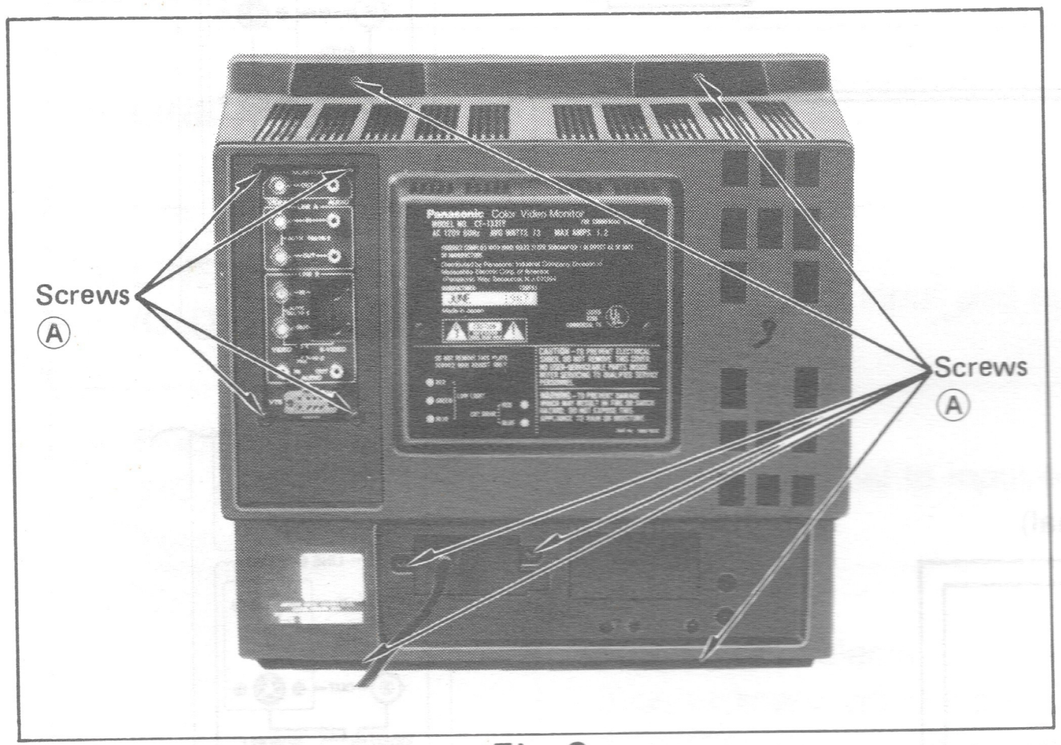

Fig. 2
(1) Remove 10 screws Ⓐ. (See Fig. 2)
(2) Carefully slide it from the unit keeping it level so that the bottom of the cabinet does not touch the A-Board.
(2) Tighten the 10 screws Ⓐ (See Fig. 2).